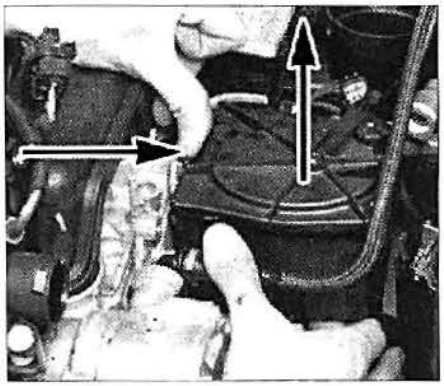

FIG. 35
• Desengrapar y desmontar el conjunto filtro de gasoil (fig. 35).